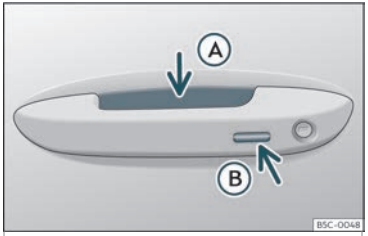

Abb. 77 Türgriff: Sensorflächen
››› Abb. 77
- Umfassen Sie einen der Griffe an den Vordertüren. Dabei wird die Sensorfläche ››› **Abb. 77** Ⓐ (Pfeil) im Türgriff berührt und das Fahrzeug entriegelt sich.
- Berühren Sie *einmal* die Verriegelungssensorfläche››› **Abb. 77** Ⓑ (Pfeil) am Griff an einer der Vordertüren. Die Tür, an welcher der Griff betätigt wird, muss geschlossen sein. »
- Berühren Sie *einmal* die Sensorfläche ››› **Abb. 77** Ⓑ (Pfeil) am Griff an einer der Vordertüren. Das Fahrzeug ist mit der „Safe“ ››› **Seite 106**-Sicherheitssystem verriegelt. Die Tür, an welcher der Griff betätigt wird, muss geschlossen sein.
- Berühren Sie *zweimal* die Sensorfläche ››› **Abb. 77** Ⓑ (Pfeil) am Griff an einer der Vordertüren, um das Fahrzeug zu verriegeln, ohne das Sicherheitssystem „Safe“ zu aktivieren››› **Seite 106** .
- Berühren Sie die Schließtaste 🔒 auf dem Funkschlüssel und berühren Sie einmal innerhalb von 5 Sekunden die Verriegelungssensorfläche am Fahrertürgriff ››› **Abb. 77** Ⓑ. Greifen Sie nicht am Türgriff, da sich das Fahrzeug sonst nicht verriegelt. Die Deaktivierung kann auch erfolgen, wenn das Fahrzeug über Fahrertürschloss verriegelt wird.
Um mit der **Komfortfunktion** alle elektrischen Seitenfenster und das Glasdach zu schließen, legen Sie einige Sekunden einen Finger auf den Verriegelungssensorfläche ››› **Abb. 77** Ⓑ (Pfeil) am Türgriff, bis die Seitenfenster und das Dach geschlossen sind.
Die Sensoren der Türgriffe können durch einen Wasser- oder Hochdruckdampfstrahl aktiviert werden, sofern sich ein gültiger Schlüssel in der Nähe befindet. Ist mindestens eines der elektrisch betriebenen Seitenfenster geöffnet und wird die Sensorfläche››› Abb. 77 Ⓑ (Pfeil) an einem der Türgriffe permanent aktiviert, schließen sich alle Fenster.
- **ODER**: Berühren Sie *zweimal* die Sensorfläche auf der Außenseite des Türgriffs ››› **Abb. 77** Ⓑ.